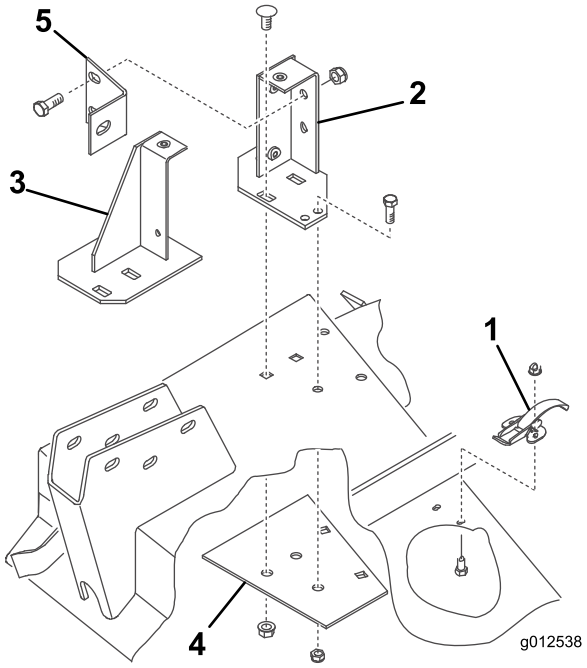

Bild 9
1. Entfernen Sie die Befestigungen, mit denen der Federriegel der rechten Mähwerkabdeckung an der rechten Seite des Mähwerks befestigt ist (Bild 9). Entfernen und bewahren Sie den Riegel für eine spätere Verwendung mit der rechten Abdeckung auf.
2. Setzen Sie das Gebläse und die Befestigungshalterungen auf das Mähwerk und fluchten Sie die Befestigungslöcher mit den Löchern aus, die vorher für das Befestigen des Grasablenkblechs verwendet wurden. Bild 9 zeigt das von den Halterungen entfernte Gebläse. Stellen Sie sicher, dass kein Abstand zwischen dem Gebläse und dem Mähwerk besteht.
3. Setzen Sie die neue Verstärkungsplatte unter das Mähwerk und fluchten Sie die Befestigungslöcher mit den Löchern aus, die vorher für das Befestigen des Grasablenkblechs verwendet wurden (Bild 9).
4. Befestigen Sie die vordere und hintere Halterung und die Verstärkungsplatte mit den zwei vorher entfernten Schlossschrauben (3/8-16" x 7/8") und Bundmuttern (Bild 9). Die Schraubenköpfe müssen oben am Mähwerk sein.
7. Befestigen Sie die Halterungen und Verstärkungsplatte mit Schrauben (5/16-18" x 3/4") und Sicherungsmuttern am Mähwerk (Bild 9). Die Schraubenköpfe müssen oben am Mähwerk sein.
8. Befestigen Sie die Gebläsestrebe mit zwei Schrauben (3/8-16" x 1") und Sicherungsmuttern (Bild 9) an der hinteren Befestigungshalterung und am Laufradarm mit einer Schraube (3/8-16" x 1").